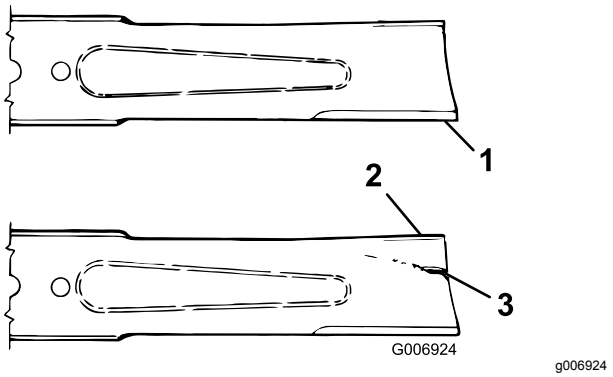

Figur 89
3. Undersök knivseggarna noggrant, i synnerhet där knivens flata och böjda del möts (Figur 89).
4. Kontrollera kniven innan du använder gräsklipparen eftersom sand och slipande material kan slita bort metallen som förenar knivens flata och böjda delar. Byt ut kniven om den är sliten (Figur 89). Anvisningar finns i Demontera klippenhetskniven (sida 65).
Om du låter en kniv bli sliten bildas ett spår mellan seglet och knivens flata del (Figur 89). Till slut kan en bit av kniven gå av och slungas ut från under kåpan och kanske skada dig eller någon kringstående allvarligt.